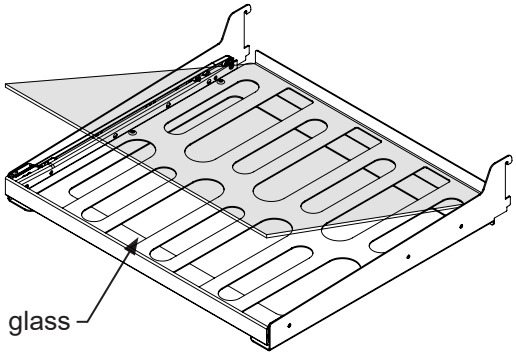

Figure 35
(2) glide out wine convertible glass shelf. (See Figure 35).
Shown with a glass door. Figure 35.
(1) half width flat glass cantilever shelf. (See Figure 35).
(1) wine cutout and flat glass cantilever shelf. (See Figure 35).